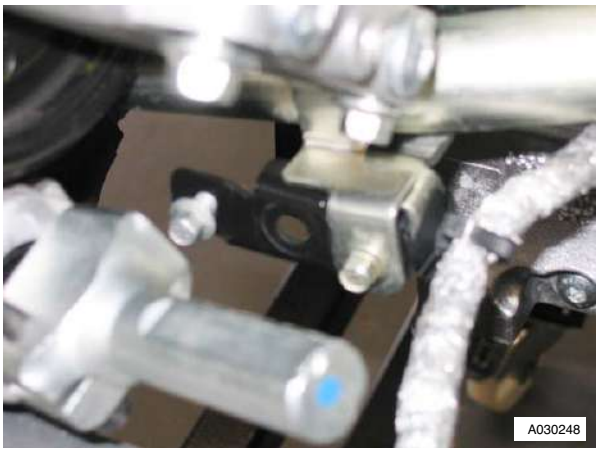

Figure 2
3. Remove bolt, pipes to bracket (refer to Figure 2).